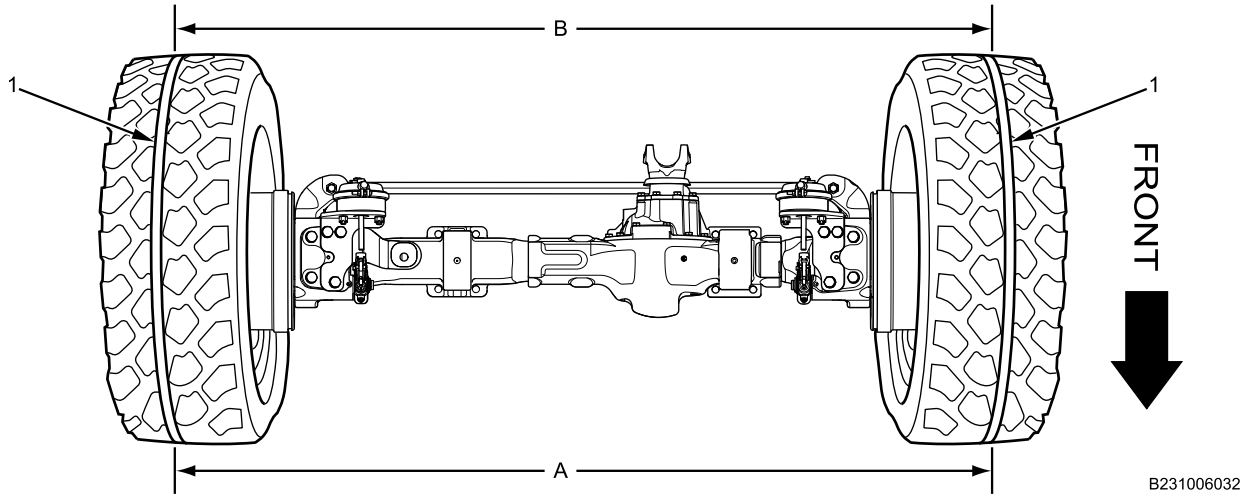

Figure 6. Toe Measurement, Viewed from Above.
12. Measure and record distance A between lines scribed at front of tires (Figure 6, Item 1).
13. Measure and record distance B between lines scribed at rear of tires (Figure 6, Item 1).